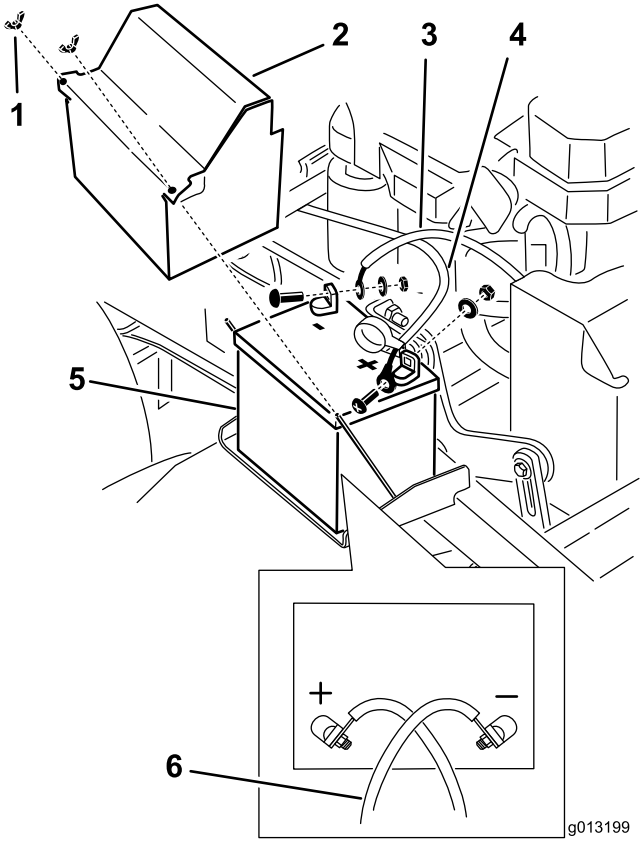

Figura 53
3. Desconecte el cable negativo del borne negativo (-) de la batería (Figura 53).
4. Retire la cubierta de goma roja del borne positivo (rojo) de la batería. Luego retire el cable positivo (rojo) de la batería (Figura 53).
5. Retire la pletina de sujeción de la batería (Figura 53), y retire ésta.
1. Coloque la batería en la máquina (Figura 53).
y un perno (Figura 53). Deslice la cubierta de goma sobre el borne.
4. Luego conecte el cable negativo y el cable de tierra al borne negativo (–) de la batería con una tuerca, una arandela y un perno (Figura 53).
Nota: Los cables de la batería se cruzan cuando están correctamente instalados (Figura 53).